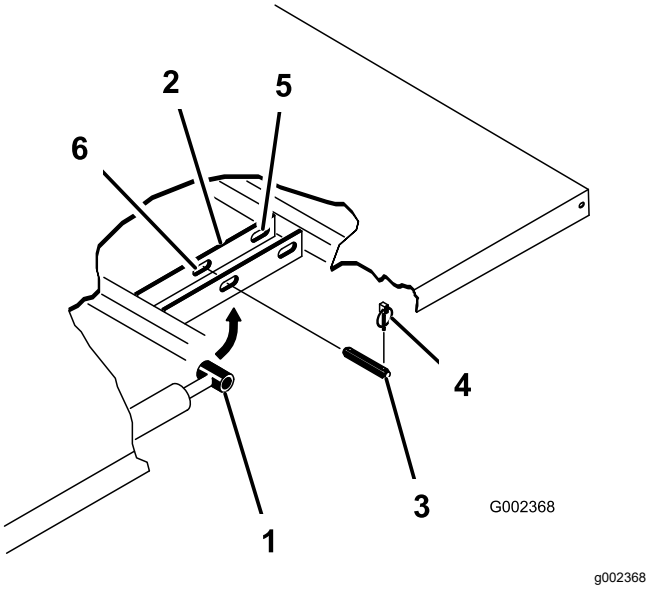

Figur 33
3. Ta bort hjulsprintarna från de yttre ändarna av cylinderstavens sprintbultar (Figur 33).
4. Ta bort sprintbultarna som håller fast cylinderstavsändarna vid flakets fästplattor genom att trycka bultarna inåt (Figur 33).
5. Ta bort hjulsprintarna och sprintbultarna som håller fast tappfästena vid ramens kanaler (Figur 33)